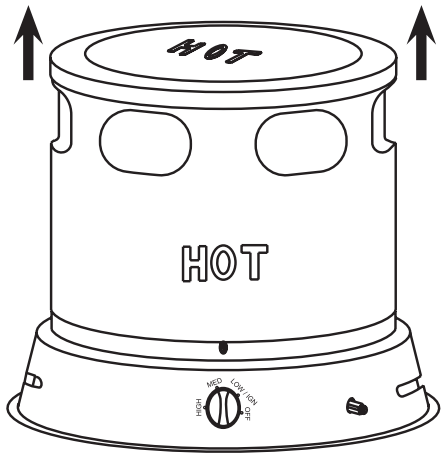

Figura 2
1. Deslice directamente hacia arriba la cubierta superior para separarla de la inferior, y saque todos los elementos empacados del interior del calentador (vea la Figura 2).